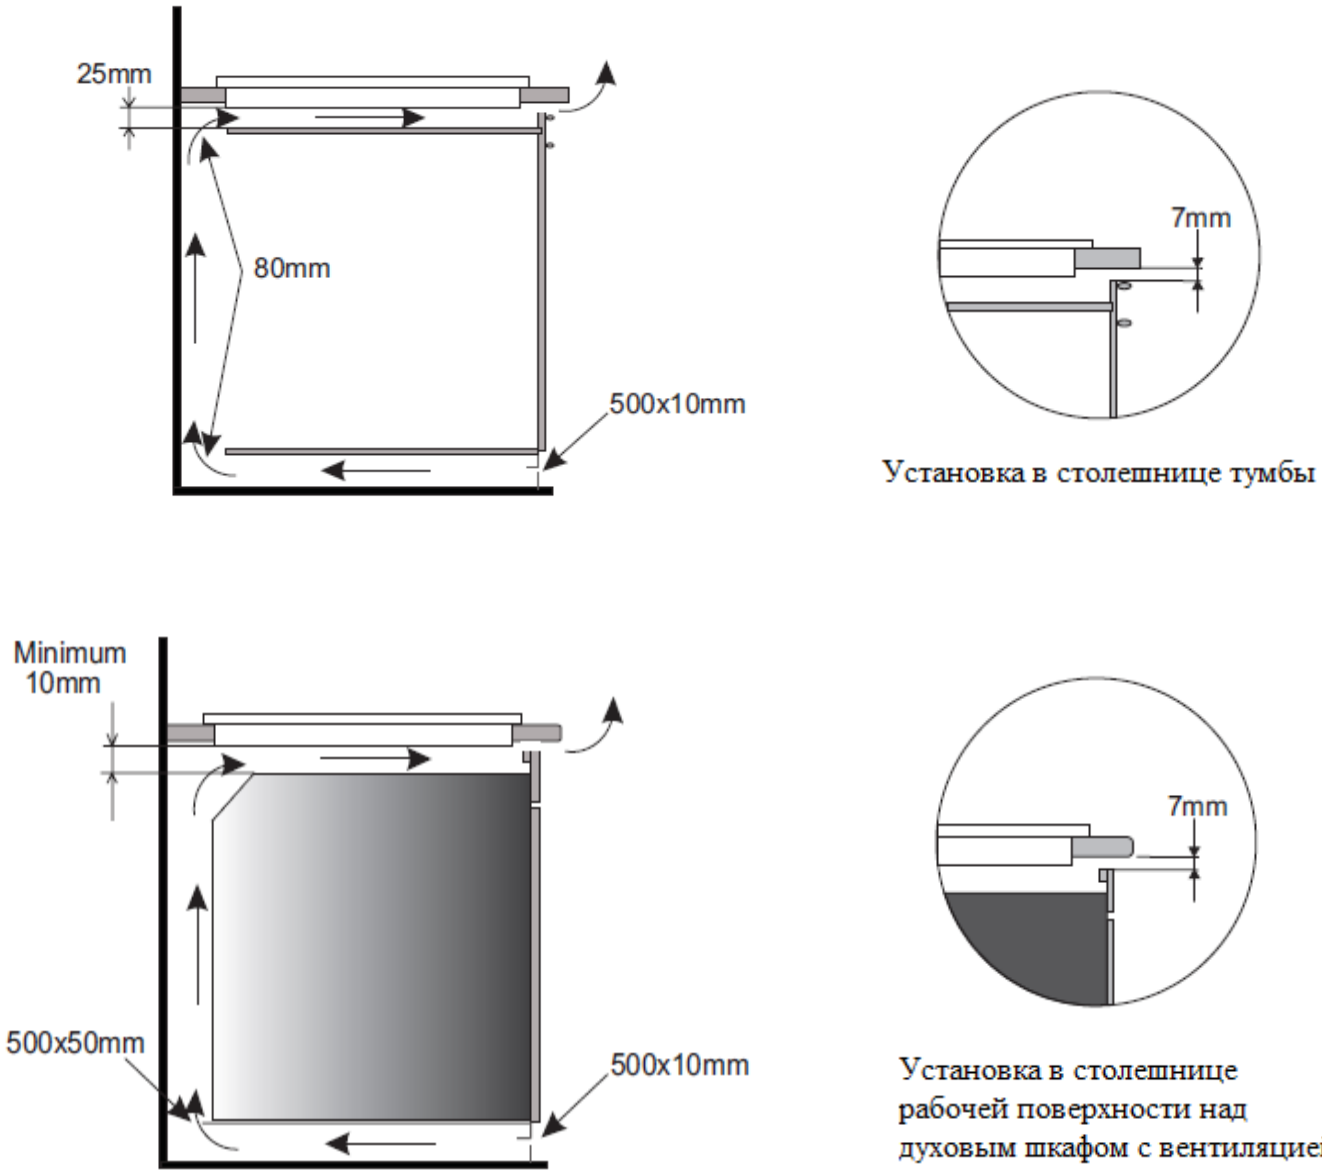

Рис. 4
Если варочная панель отделена от остального пространства монтажного шкафчика с помощью горизонтальной защитной панели, высота свободного пространства между дном корпуса варочной поверхности и защитной панелью должна составлять как минимум 25 мм (рис. 4) – это обеспечит свободную циркуляцию воздуха.
- В тыльной плоскости защитной панели необходимо сделать отверстие шириной как минимум 80 мм (рис. 4).